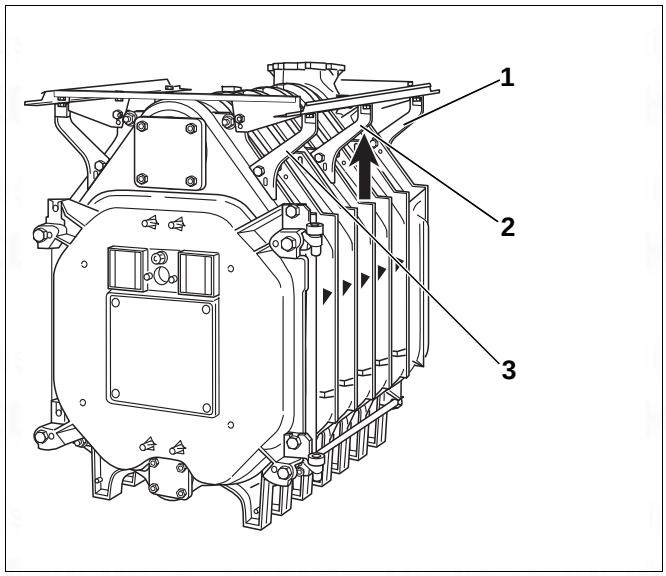

Fig. 40 Aligning the longitudinal rails
- Align the longitudinal rails, screw on the brackets at the front and/or rear section (Fig. 40, [1] and [3]) and fully tighten.
- Push the centre brackets (Fig. 40, [2]) against the longitudinal rails from below, then screw onto the boiler block and tighten.